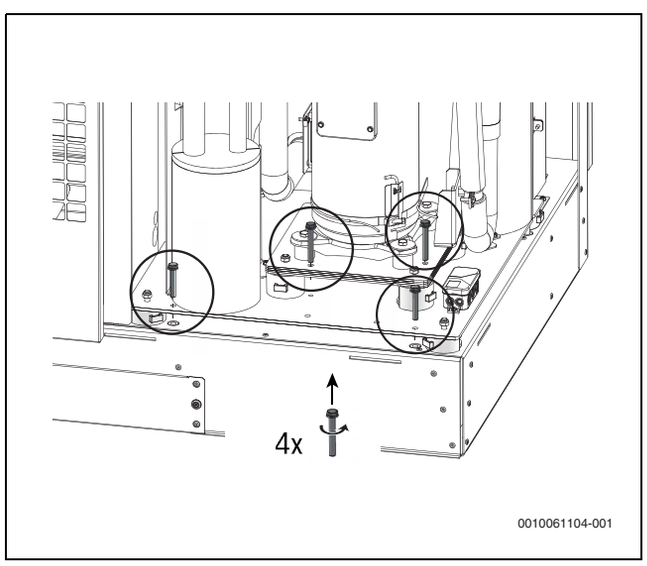

Bild 40 Entfernen der Schrauben und Transportsicherungen
- ▶ Nach dem Transport die 6 Schrauben entfernen und die dazugehörigen Transportsicherungen herausziehen → Bild 40, 41, 42, 43, Seite 26.